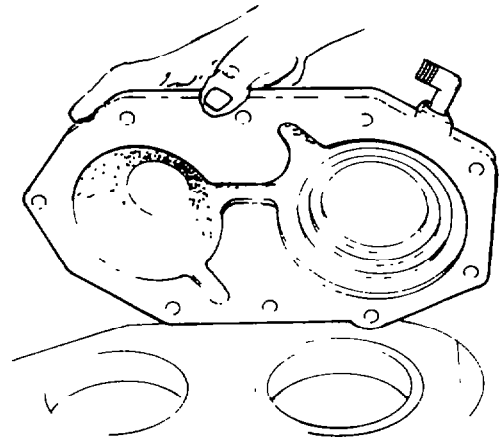

Fig. 245 — Installing Mainshaft and Countershaft Bearing Cover
g. Turn the transfer case so that the front of the case faces up, and install the mainshaft and countershaft front bearing cover and gasket (see fig. 245). Install the retaining bolts and torque to 61 – 88 Nm (45 – 65 lb.ft).